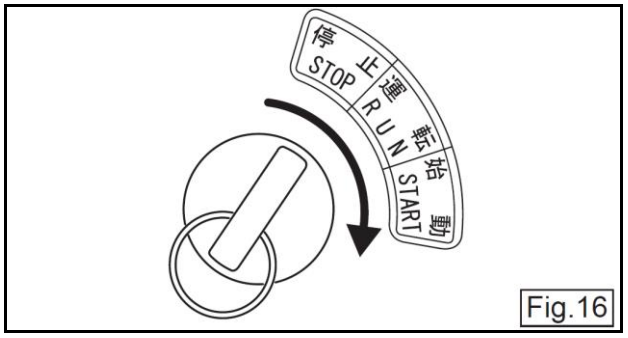

Fig.16
3. Vrid nyckeln till körläget ("RUN"). (Fig. 16) En summerton hörs. Tim- och varvtalsräknaren visar först "HA" eller "YA" (motortyp) men övergår omedelbart till total driftstid (kumulativ tid) i timmar (HRS). (Fig. 17)
3. Vrid nyckeln till körläget ("RUN"). (Fig. 16) En summerton hörs. Tim- och varvtalsräknaren visar först "HA" (motortyp) men byter snart till total driftstid (kumulativ tid) i timmar (HRS). (Fig. 17)